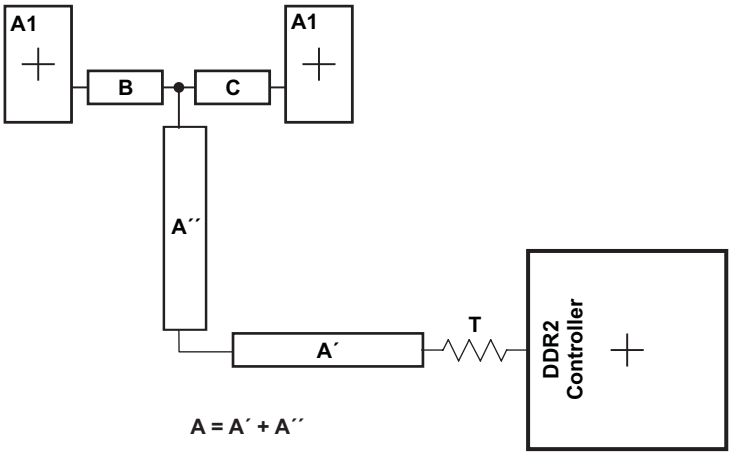

Figure 9-10. CK and ADDR_CTRL Routing and Topology
Figure 9-10 shows the topology of the routing for the CK and ADDR_CTRL net classes. The route is a balanced *T* as it is intended that the length of segments B and C be equal. In addition, the length of A (A'+A") should be maximized.
(1) The length of segment A=A'+A″ as shown in Figure 9-10.
(2) Center-to-center spacing is allowed to fall to minimum (w) for up to 500 mils of routed length to accommodate BGA escape and routing congestion.
(3) CACLM is the longest Manhattan distance of the CK and ADDR_CTRL net classes.